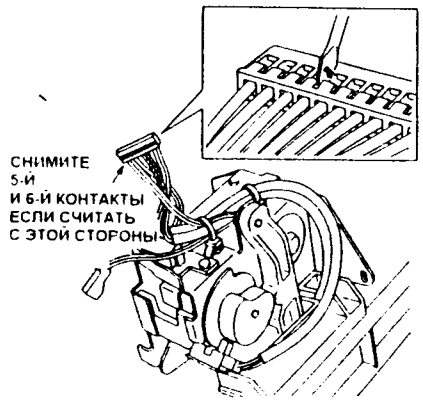

Рис. 3
6. (Рис. 3): Снимите синий и серый провода, идущие от разъемов 5 и 6 к датчику.